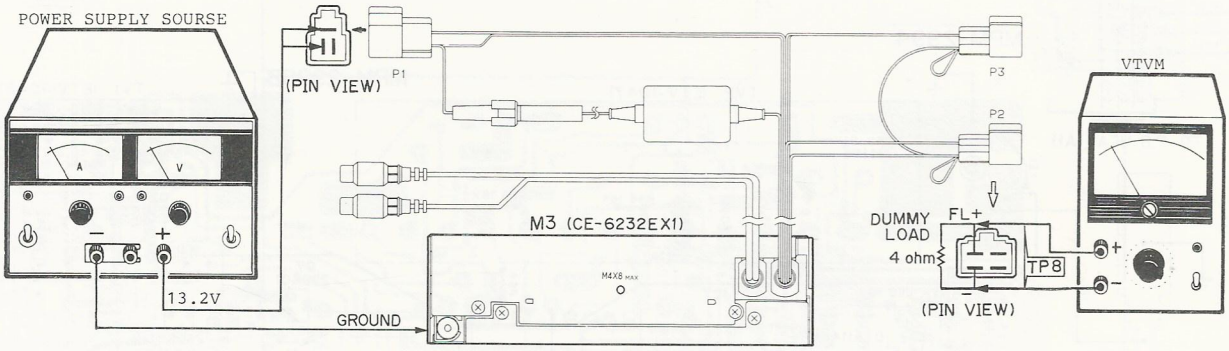

Fig. 17 (C33191232)
a. Connections : Refer to Fig. 17.